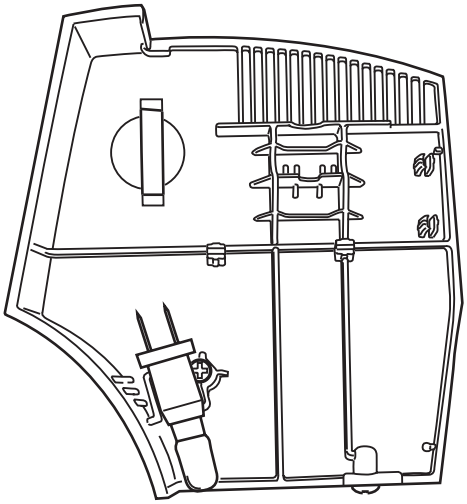

Fig. 3
- Remove the complete face plate together with the sewing lamp and cable (fig. 3).